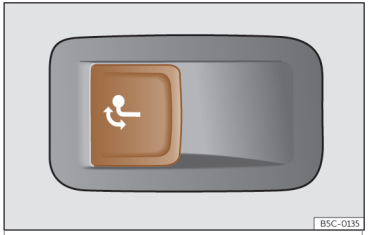

Fig. 188 En el lado izquierdo del maletero: tecla para desbloquear el gancho de remolque.
- Tire de la tecla››› **fig. 188** brevemente. El gancho de remolque se desbloquea eléctricamente y se gira automáticamente hacia fuera. El testigo de control de la tecla parpadea.
- Tire de la tecla››› **fig. 188** brevemente. El gancho de remolque se desbloquea eléctricamente.
- Si el testigo de control de la tecla ››› **fig. 188** *parpadea*, significa que el gancho de remolque aún no ha encastrado correctamente o que está dañado ››› ⚠.
- Si el testigo de control››› **fig. 188** *permanece encendido* con el portón trasero abierto, el gancho de remolque está correctamente encastrado tanto cuando está extraído como cuando está escamoteado.
- No pulse nunca la tecla››› fig. 188 cuando haya un remolque enganchado o vaya montado un portaequipajes u otros accesorios sobre el gancho de remolque.